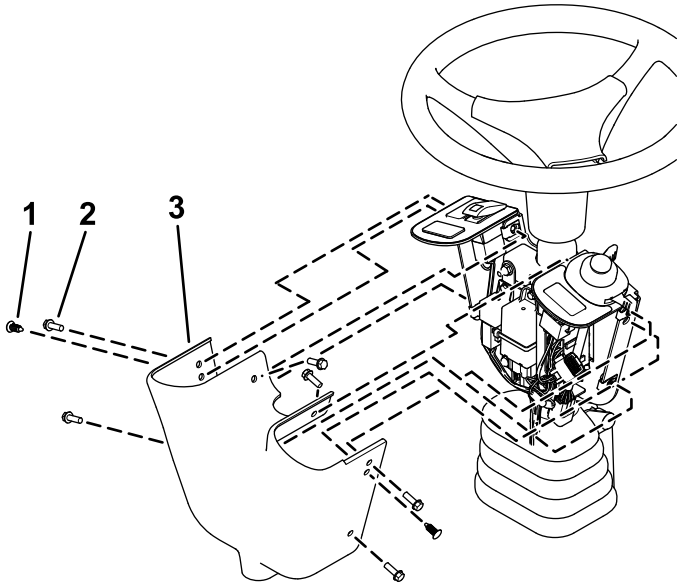

Figur 10
14. Monter styreenhedens dæksel på kontaktbeslaget med 2 popnitter og 6 sekskantskruer (¼" x ¾") som vist i Figur 10.